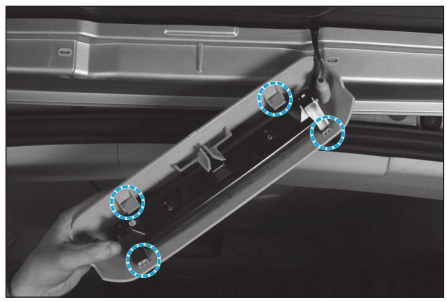

**Fig. 78**
• Dégrafer et séparer la garniture du troisième feu stop **(Fig.78)**.